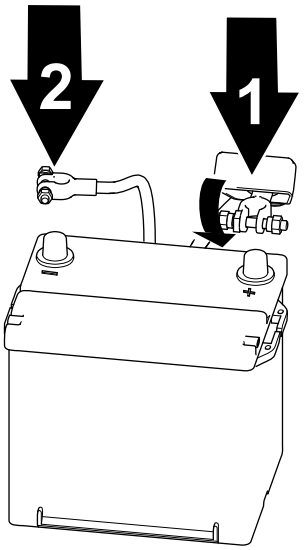

Figuur 59
1. Sluit de pluskabel weer op de accu aan en draai de moer van de accuklem vast (Figuur 59).
2. Sluit de minkabel weer op de accu aan en draai de moer van de accuklem vast (Figuur 59).